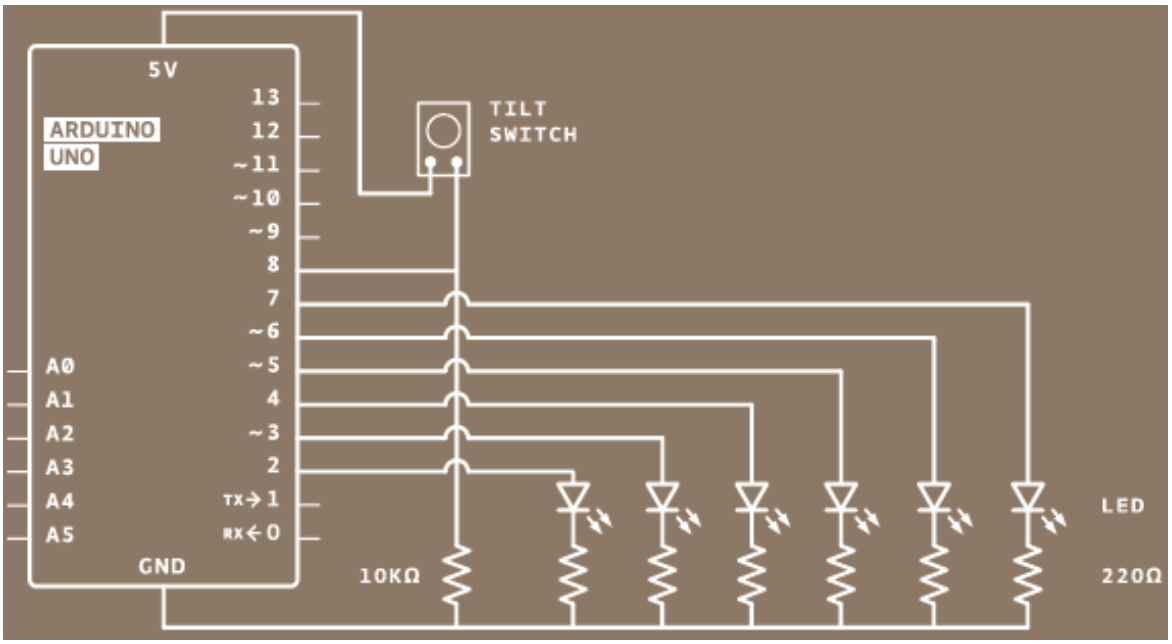

Fig. 1 Experimental Setup of an LED Light Pattern Control System using a Tilde switch and an Arduino Microcontroller Board.
1. Connect power and ground to your breadboard as shown in Fig. 1.
The main task of this experiment is to implement an LED light pattern control system using a tilt switch. Connect the circuits as per the diagram of Fig. 1. Then plug in the Arduino microcontroller board to the PC.